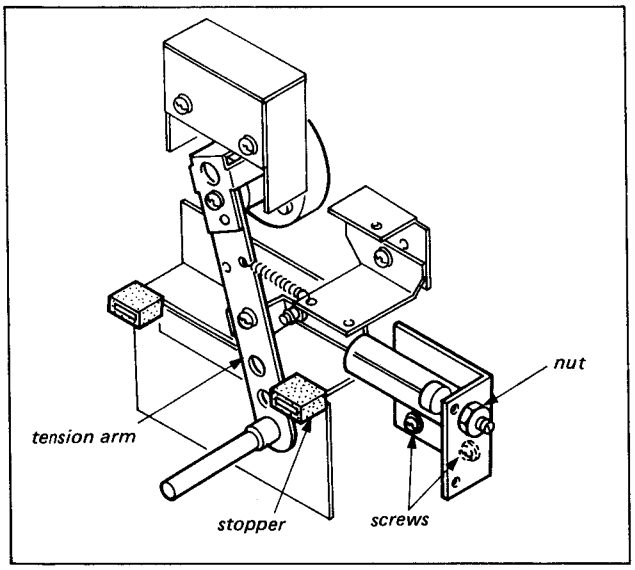

Fig. 7-1. "S" side air damper
1. Remove nut from the Supply Air Damper shown in Fig. 7-1. Remove Air Damper from chassis.
1. Hold the Tension Arm against the Stopper as shown in Fig. 7-1.